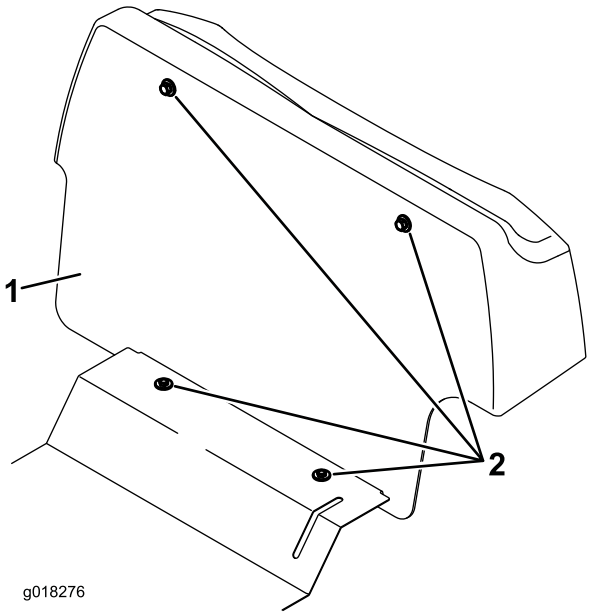

Bild 1
3. Schrauben Sie die vier Schrauben heraus, um den Schott zu entfernen (Bild 1). Jetzt haben Sie Zugang zum Hauptkabelbaum.